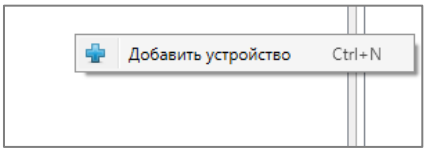

Рисунок 4.3 — Регистрация контроллера вручную
- щелкните правой кнопкой мыши по свободному месту в области дерева устройств программы *STEMAX Конфигуратор* и в появившемся меню выберите *Добавить устройство* (см. рисунок 4.3);